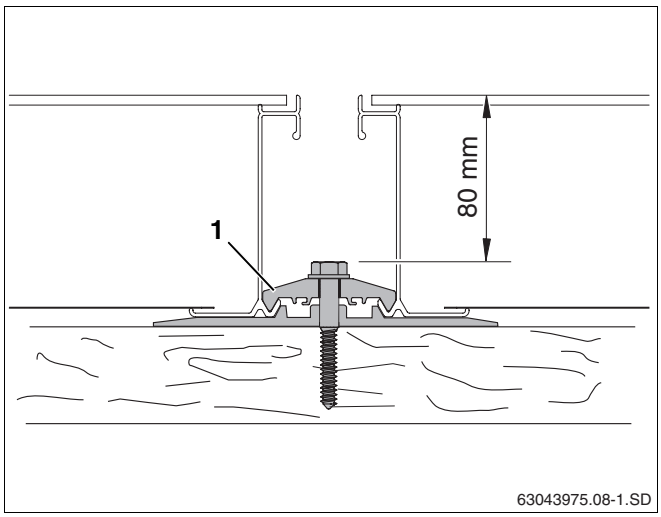

Abb. 29 Doppelseitigen Niederhalter einschrauben
- Die Schraube des doppelseitigen Niederhalters (Abb. 29, **Pos. 1**) anziehen. Hierzu Steckschlüssel SW 10 mit einer Länge von mind. 80 mm verwenden.